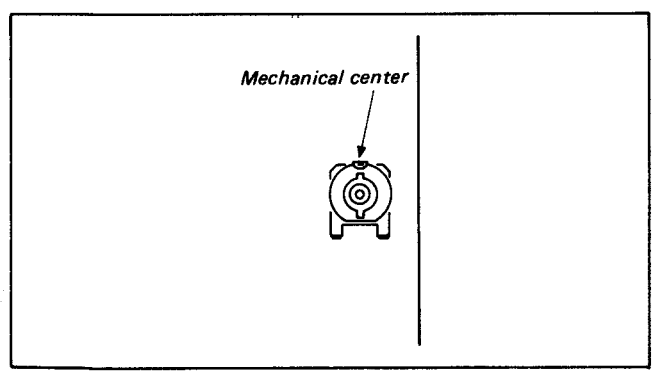

Fig. 3-9
1) Connect YM-2 board pin ⑮ (REC Y IN) to pin ⑦ (REG GND) with a jumper.
2) Set RV504 on YM-2 board to mechanical center. (Fig. 3-9)